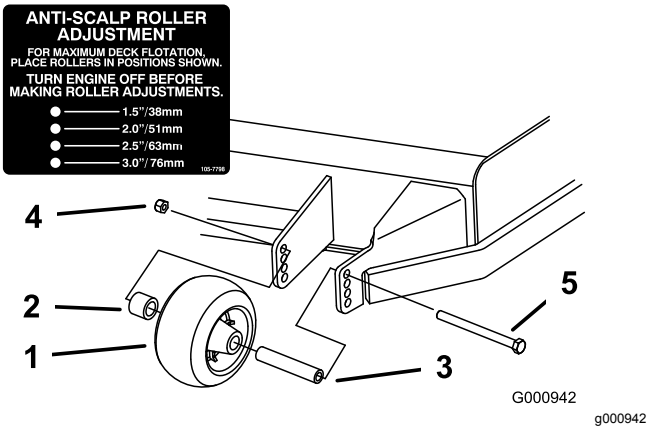
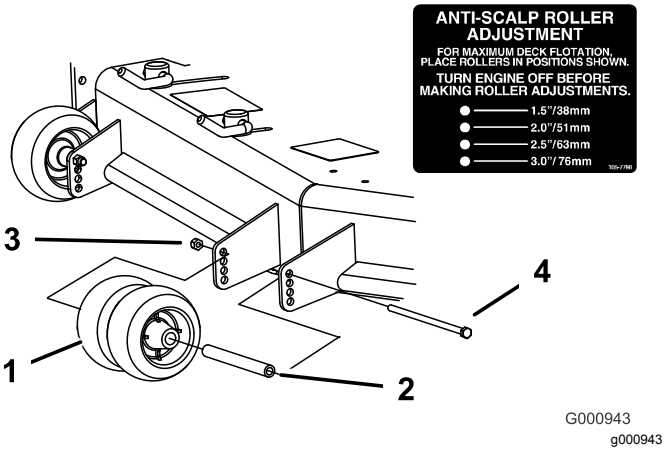
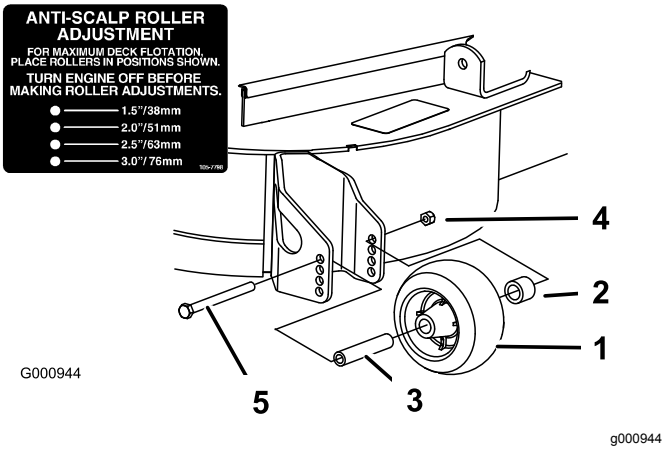

Figura 29
Figura 30
Figura 31
3. Ajuste los rodillos protectores del césped según se muestra en Figura 29, Figura 30 y Figura 31.